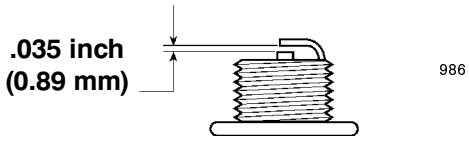

Figure 20
4. Set the gap on the new plug as shown in Figure 20.